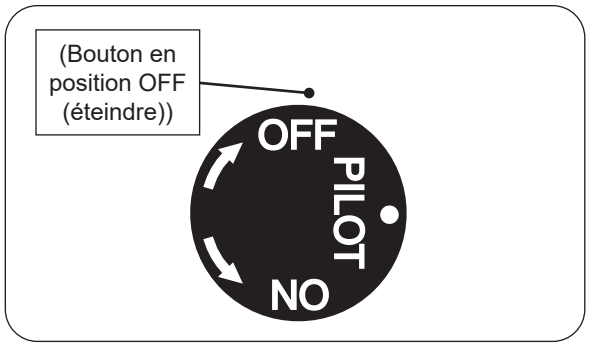

Fig. 43-2 Arrêt du pilote
2. Localisez la vanne sur le côté de l'unité. Pousser le gazbouton de commande légèrement et tourner dans le sens des aiguilles d'une montre ↷ sur **OFF** (éteindre) (voir Fig.43-2).
Appuyez légèrement sur le bouton de contrôle et tournez-le dans le sens des aiguilles d'une montre ↷ pour **OFF** (éteindre). Ne force pas. Voir Fig.43-2.